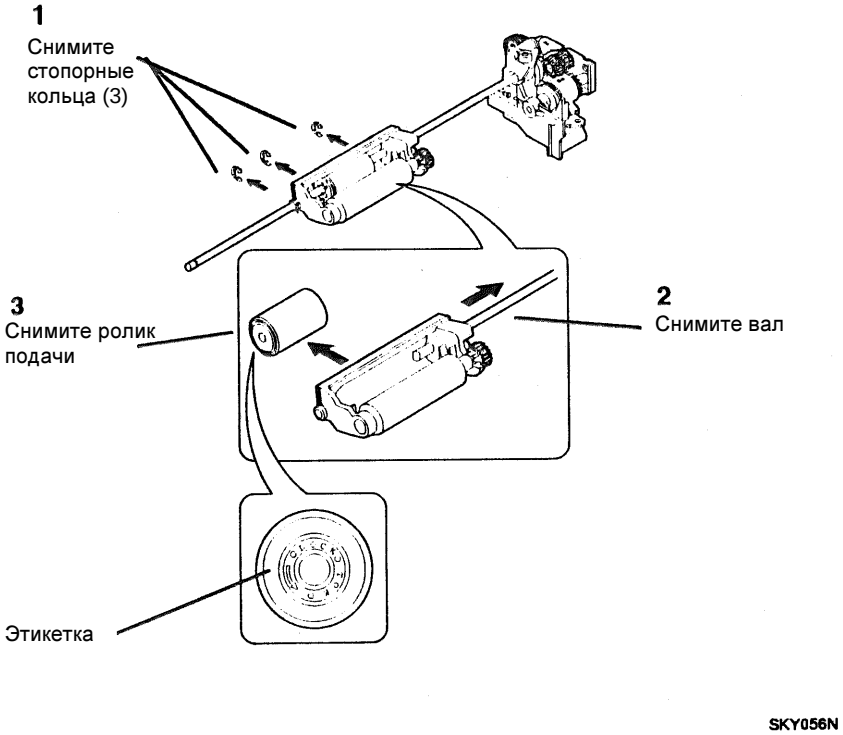

Рисунок 4. Снятие ролика подачи
5. (Рисунок 4): Снимите ролик подачи.